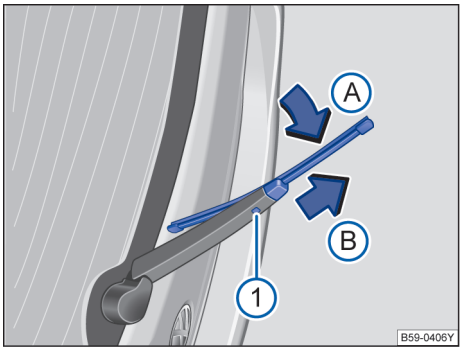

图 141 更换后风窗刮水器刮水片
– 按住解锁按钮 →图 141① 。
– 将后风窗刮水器刮水片朝刮水器摆臂 →图 141（箭头Ⓐ ）方向翻转，同时沿箭头方向Ⓑ 拔下。会因此需要用较大的力量。